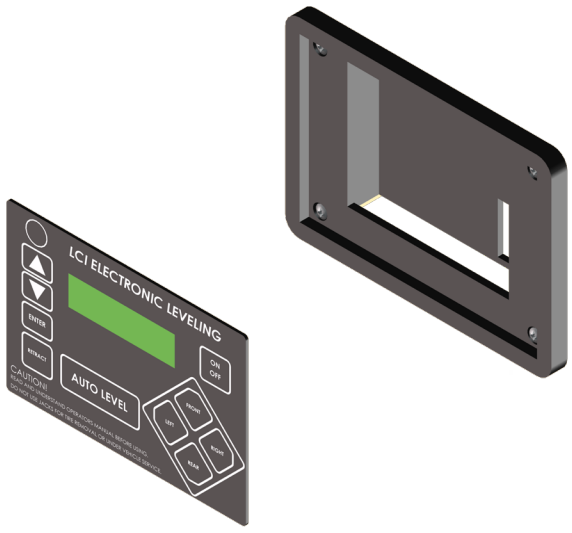

Fig.21
2. Remove the face plate of the touch pad from the mounting bezel **(Fig.21)**.